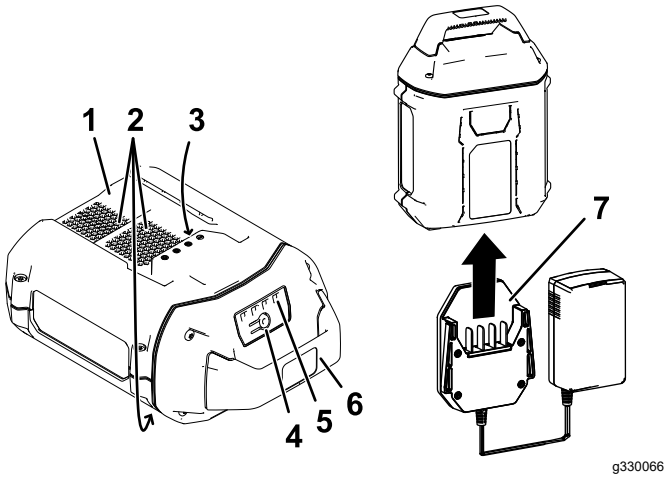

Figure 13
2. Alignez le chargeur sur la cavité au dos de la batterie (Figure 13).
3. Glissez le chargeur dans la batterie jusqu'à ce qu'il soit complètement enclenché (Figure 13).